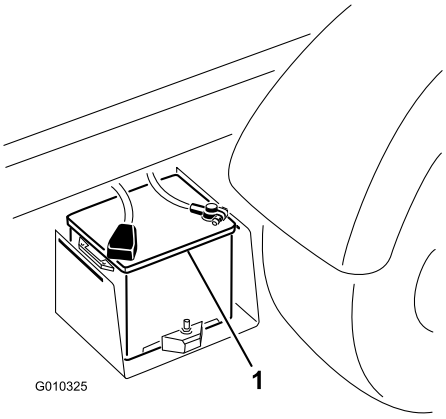

Figur 6
5. Koppla bort batteriladdaren från eluttaget och batteripolerna när batteriet är laddat (Figur 6).